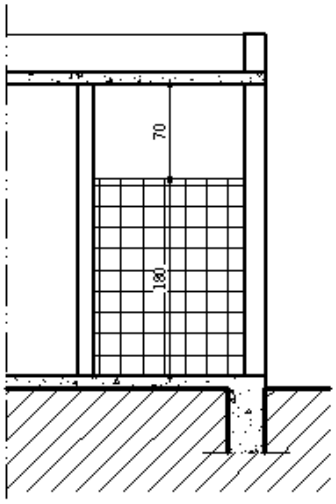

FIGURA 45
C.2.11) Paredes Impermeabilizadas: Nos cômodos em que é exigida a existência de paredes impermeabilizadas, estas deverão ser indicadas, ou com simbologia gráfica quadriculada padrão, com linha fina contínua, ou com texto indicativo: parede impermeabilizada. Caso a parede não seja impermeabilizada em toda a sua altura, deverá ser indicada a cota correspondente à parte impermeabilizada (FIGURA 45).